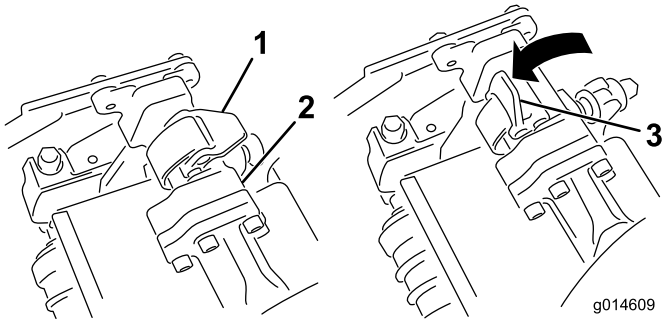
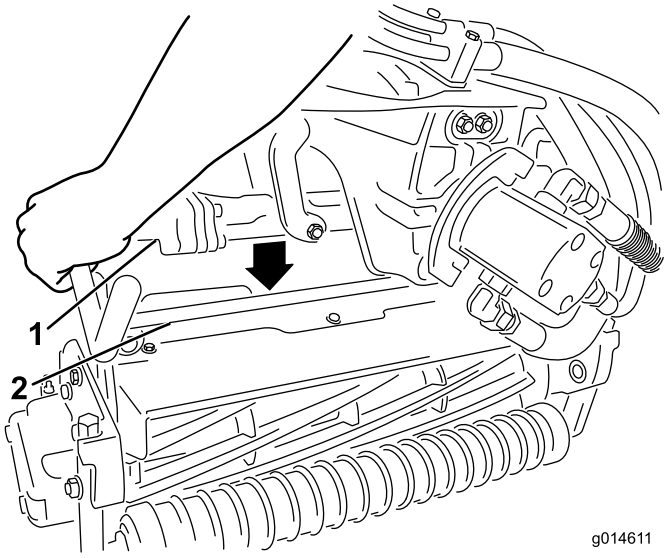

Figur 12
Figur 13
5. Mens låsehåndtagene på affjedringsarmen peger opad (dvs. er åbne) (Figur 12), skal du skubbe affjedringsarmen ned, så stangen kan sættes over tværstangen på klippeenheden øverst oppe (Figur 13).
6. Luk låsehåndtagene ned og omkring klippeenhedens stang, og lås dem på plads (Figur 12).